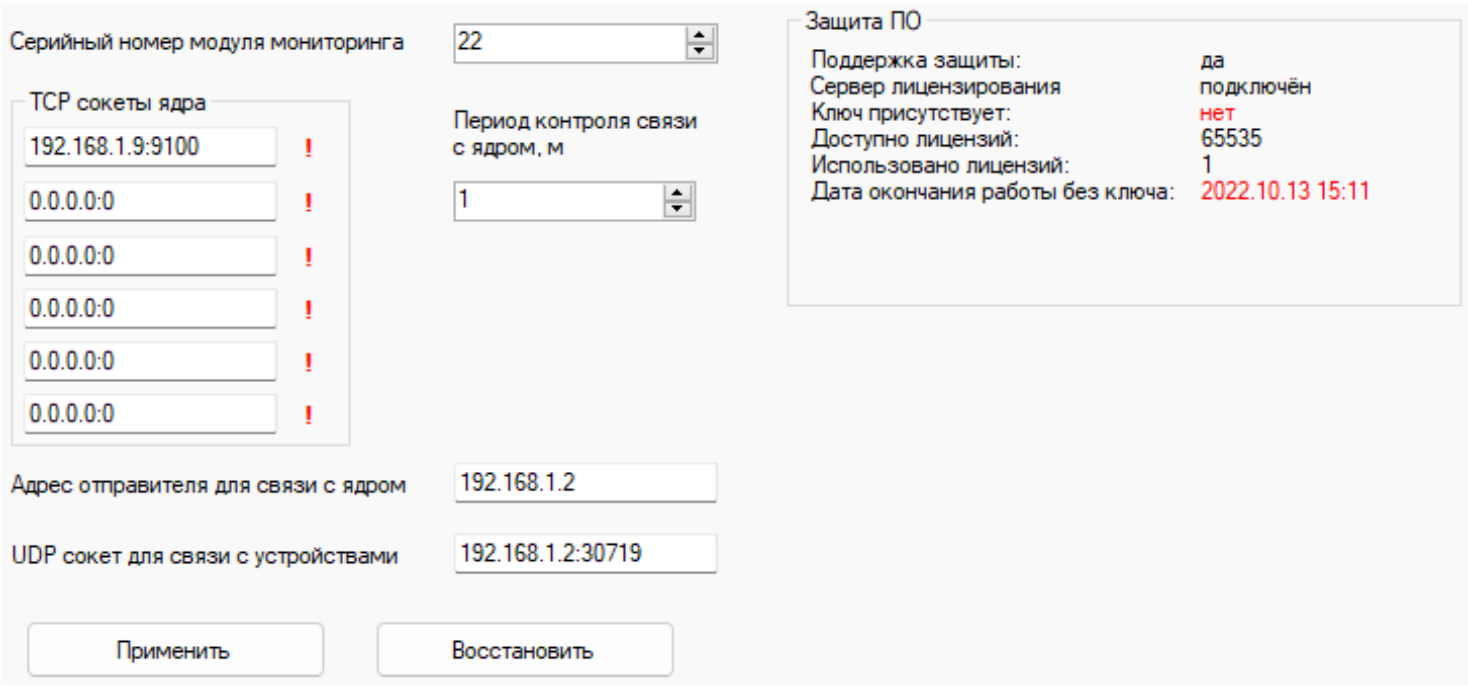

Рисунок 3.1 – Вкладка «Параметры модуля мониторинга»
После запуска программы КММОУМ поля данной вкладки заполняются значениями от ММ для соответствующих параметров (рисунок 3.1). После изменения нужных параметров для их применения необходимо нажать кнопку <Применить>. По нажатию на кнопку <Восстановить> содержимое полей ввода будет перезаписано данными от ММ.
1. Вставить в USB-порт «Ключ защиты и лицензирования» с лицензией на работу ММ на заданное количество каналов. Текущее состояние лицензий можно увидеть на вкладке «Параметры модуля мониторинга», рис. 3.1